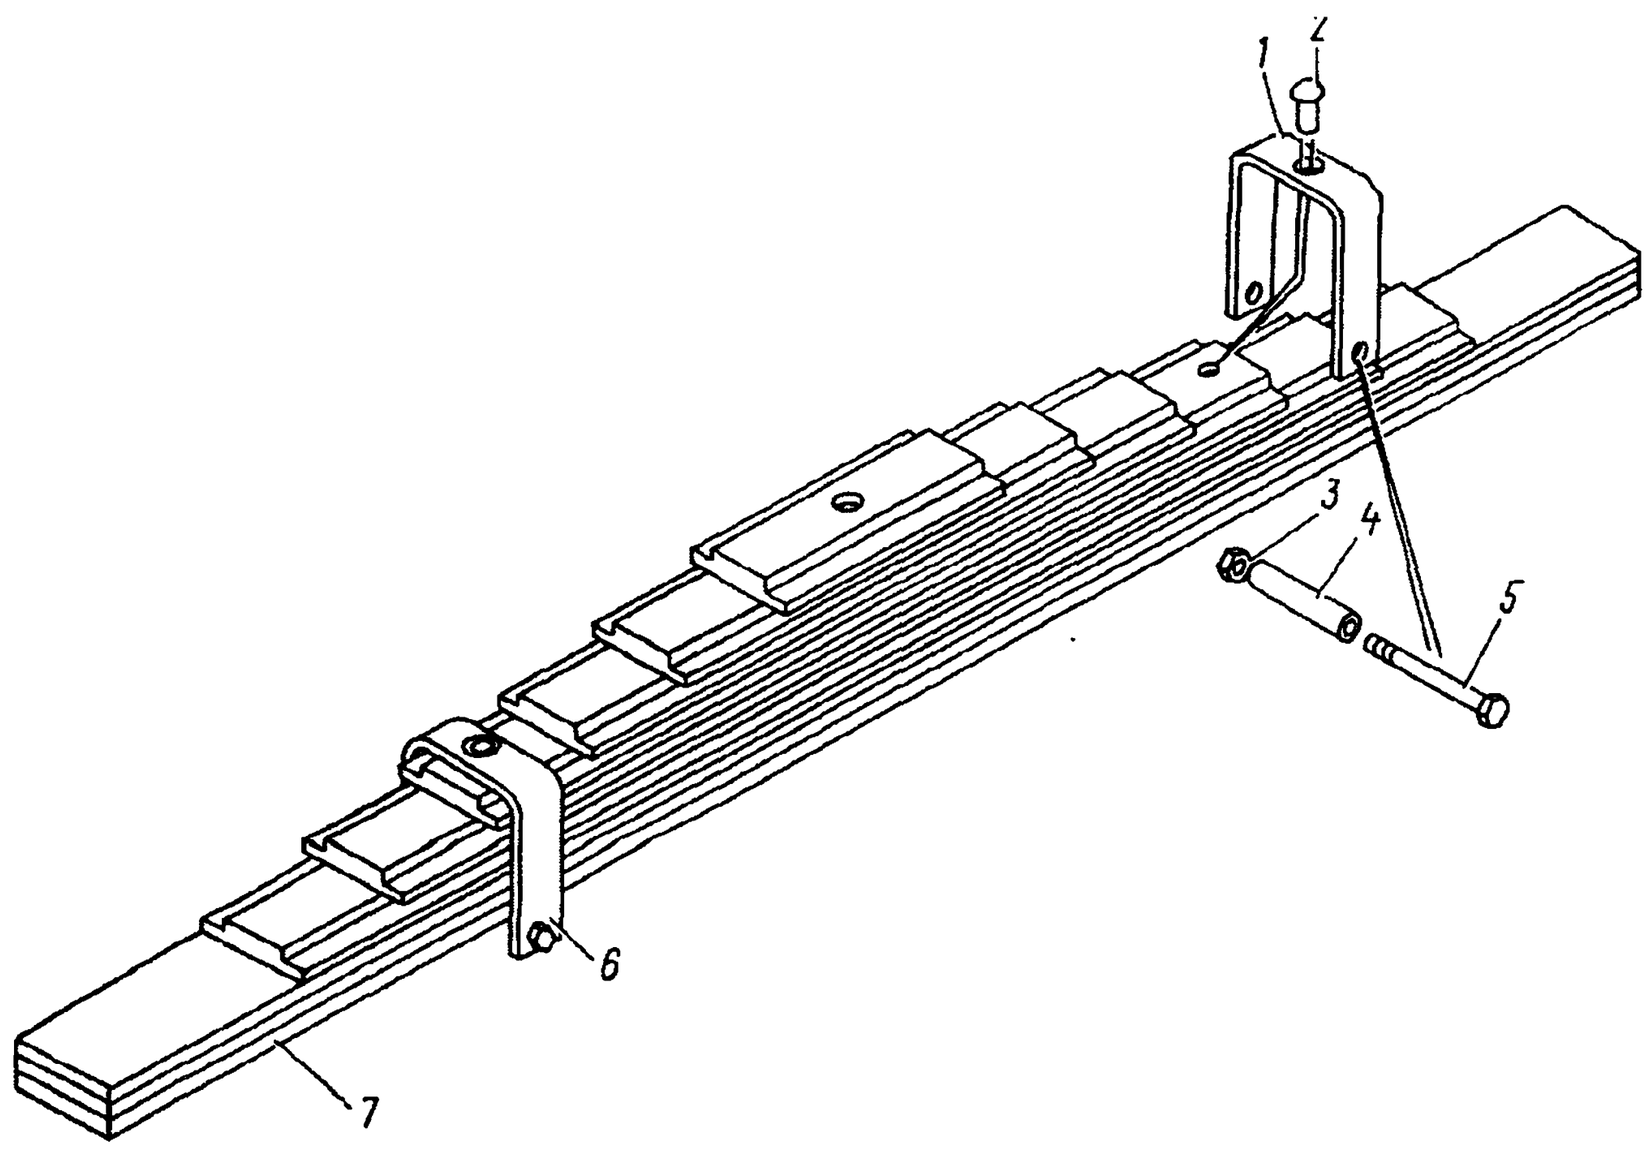

Рис. 236. Рессора задняя:
1. Закрепите рессору в тисках. Отверните гайки *3* (рис. 236) стяжных болтов *5* хомутов *1* и *6* задней рессоры, снимите болты *5* и распорные втулки *4*	Тиски, ключ 14 мм (2 шт.)
5. Установите в хомуты *1* и *6* (см. рис. 236) стяжные болты *5*, распорные втулки *4* и затяните гайки *3* с моментом 23,5—35,3 Н·м (2,4—3,6 кгс·м)	Ключ 14 мм (2 шт.), сменная головка 14 мм, молоток, бородок или зубило, динамометрическая рукоятка